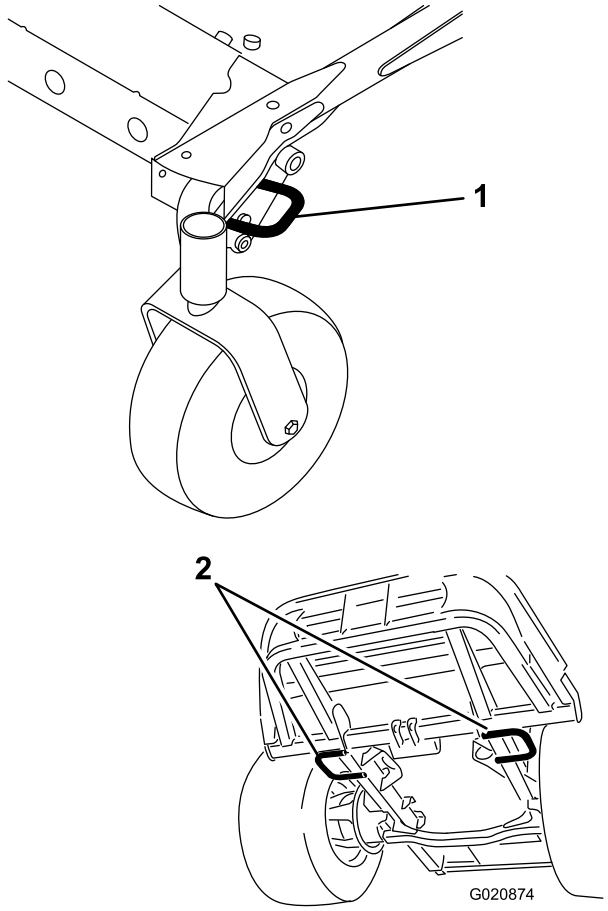

Figur 36
- Spænd maskinen godt fast til anhængeren eller lastbilen med remme, kæder, kabler eller reb som foreskrevet i færdselsreglerne for dit lokalområde (Figur 36).